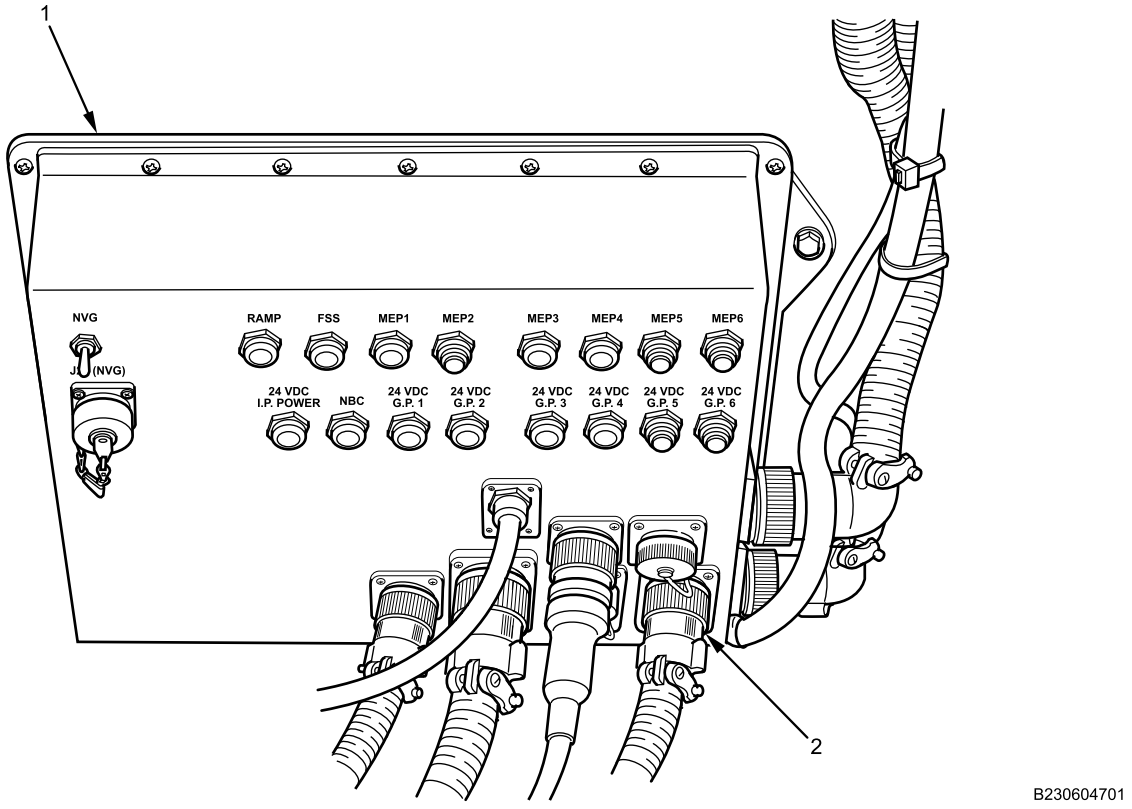

Figure 3. Rear Door/Ramp Feed Connector.
3. Connect rear door/ramp feed harness connector (Figure 3, Item 2) to PDM (Figure 3, Item 1).